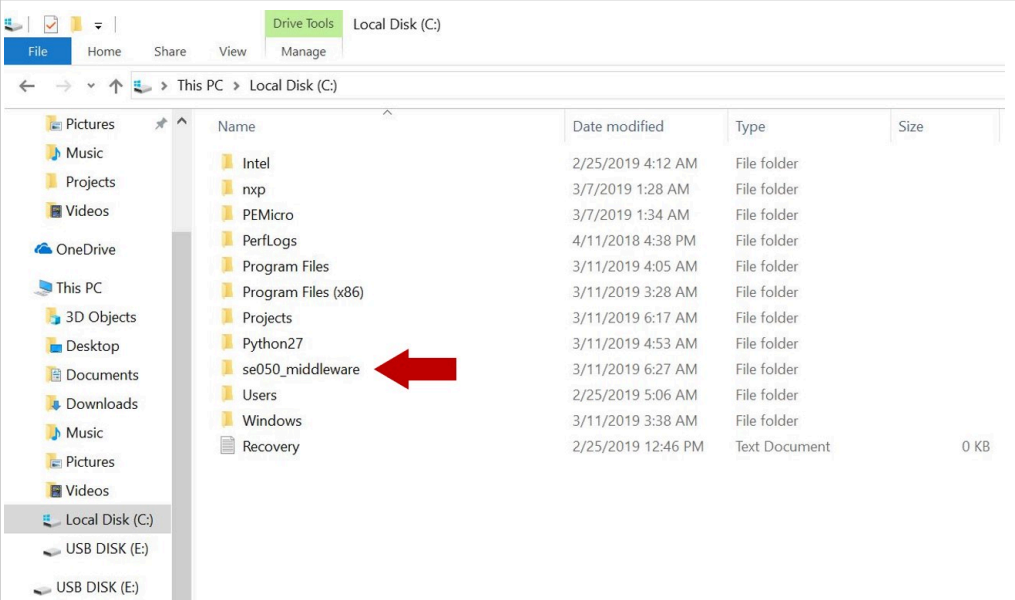

Figure 53. Create se050_middleware folder
2. Create a folder called ***se050_middleware*** in C: directory as shown in Figure 53: